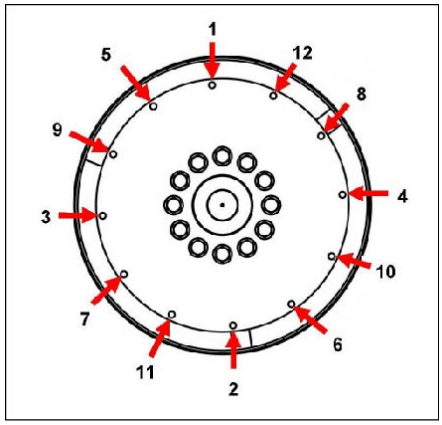

RYSUNEK 22. KOLEJNOŚĆ MOCOWANIA
10. Wyjmij kołki ustalające. Załóż śruby sprzęgła, podkładając pod ich łby podkładki o dużym przekroju. Przykręć tarczę sprzęgła do koła zamachowego, dokręcając śruby zgodnie z kolejnością przedstawioną na **Rysunek 22 na str. 46**.